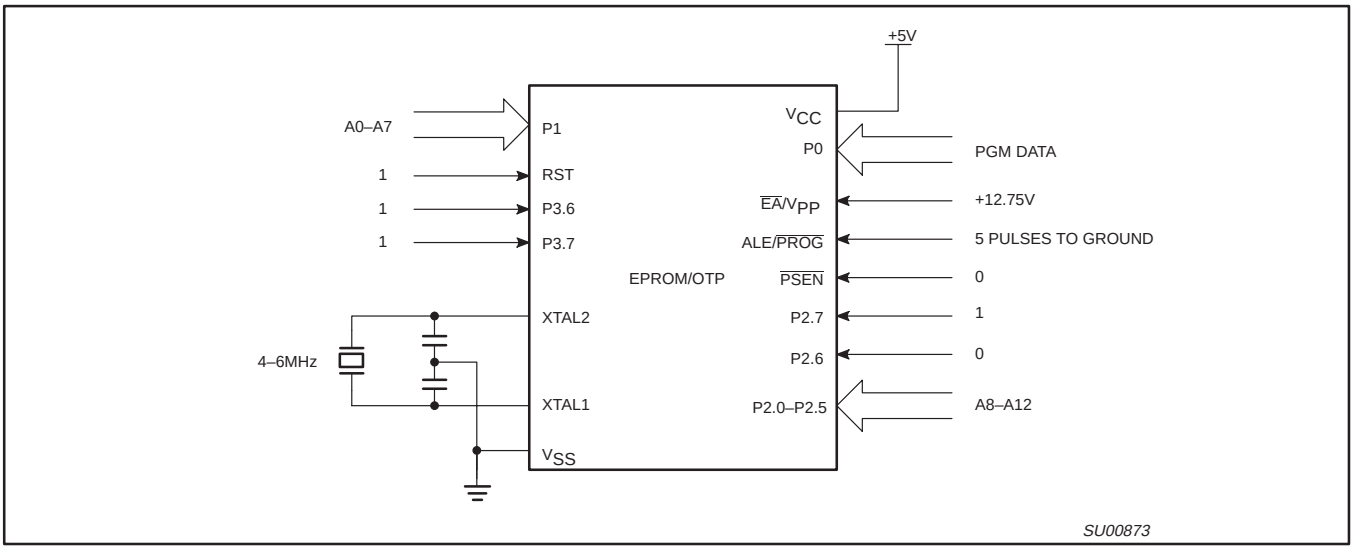
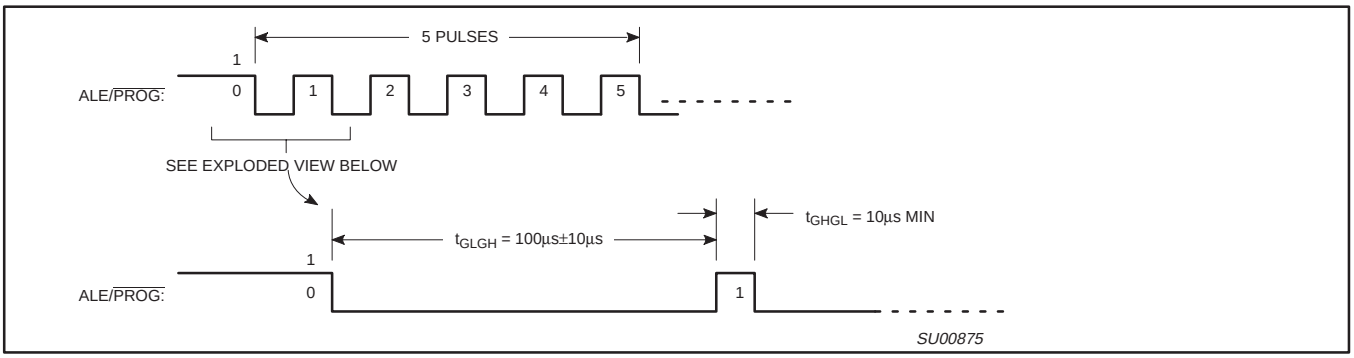
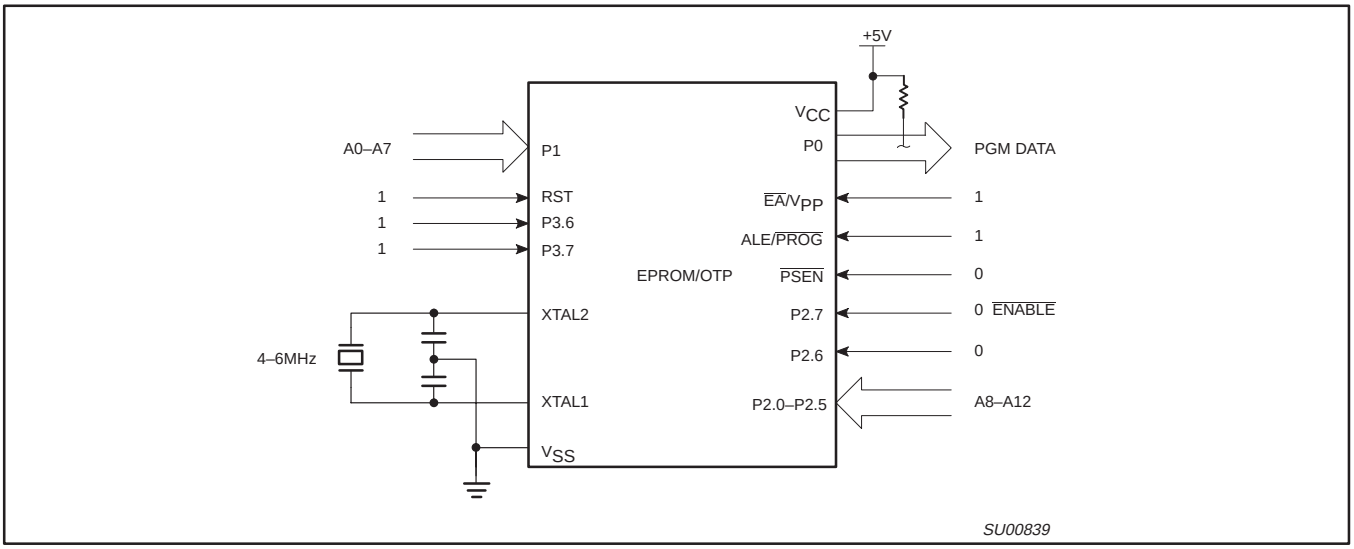

Figure 26. Programming Configuration
Figure 27. $\overline{PROG}$ Waveform
Figure 28. Program Verification
Table 8 shows the logic levels for reading the signature byte, and for programming the program memory, the encryption table, and the security bits. The circuit configuration and waveforms for quick-pulse programming are shown in Figures 26 and 27. Figure 28 shows the circuit configuration for normal program memory verification.
The setup for microcontroller quick-pulse programming is shown in Figure 26. Note that the device is running with a 4 to 6 MHz oscillator. The reason the oscillator needs to be running is that the device is executing internal address and program data transfers.
The address of the EPROM location to be programmed is applied to ports 1 and 2, as shown in Figure 26. The code byte to be programmed into that location is applied to port 0. RST, $\overline{PSEN}$ and pins of ports 2 and 3 specified in Table 8 are held at the 'Program Code Data' levels indicated in Table 8. The ALE/$\overline{PROG}$ is pulsed low 5 times as shown in Figure 27.
If security bits 2 and 3 have not been programmed, the on-chip program memory can be read out for program verification. The address of the program memory locations to be read is applied to ports 1 and 2 as shown in Figure 28. The other pins are held at the 'Verify Code Data' levels indicated in Table 8. The contents of the address location will be emitted on port 0. External pull-ups are required on port 0 for this operation.
* FOR PROGRAMMING CONFIGURATION SEE FIGURE 26.
FOR VERIFICATION CONDITIONS SEE FIGURE 28.